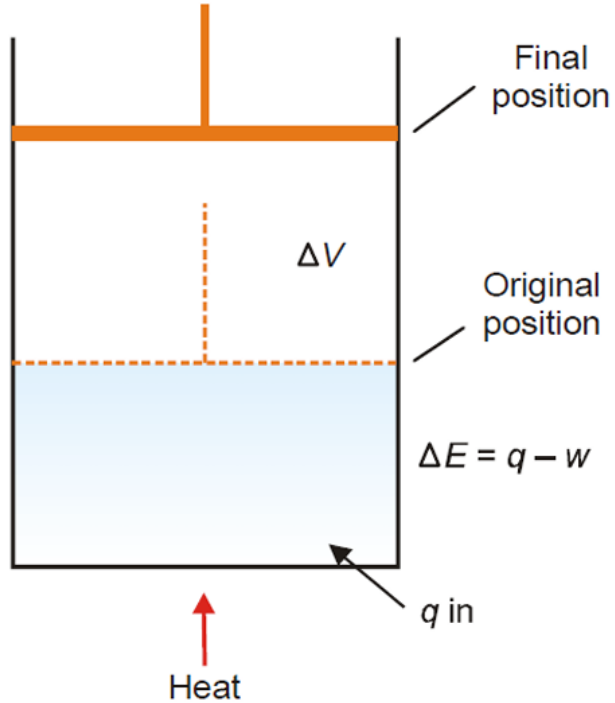

Figure 7.11
we can write the mathematical statement of the First Law as : $\Delta E = q - w$ ...(1) where q = the amount of heat supplied to the system, w = work done by the system Thus First Law may also be stated as :the net energy change of a closed system is equal to the heat transferred to the system minus the work done by the system. To illustrate the mathematical statement of the First Law, let us consider the system „expanding Hot gas" (Fig. 7.11).